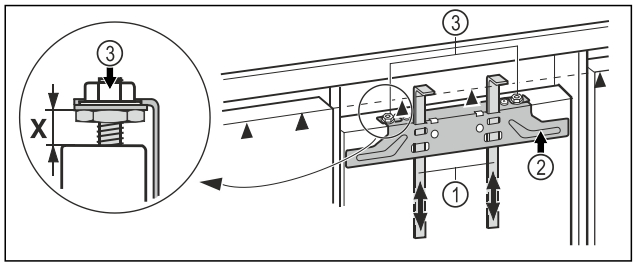

Fig. 58
- ▶ Push the assembly aids *Fig. 58 (1)* up to unit door height. Lower stop edge ▲ of the assembly aid = upper edge of the unit door to be assembled.
- ▶ Unscrew the fastening bar *Fig. 58 (2)* using the lock nuts *Fig. 58 (3)*.